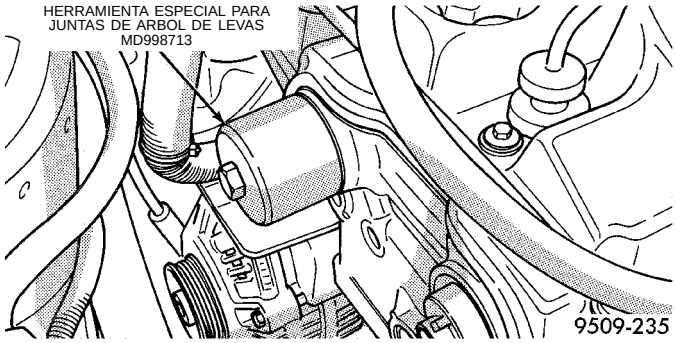

Fig. 55 Instalación de las juntas de árbol de levas
(1) Instale la junta del árbol de levas en la culata de cilindros con la Herramienta especial MD 998713 hasta que quede al ras con la culata (Fig. 55).
(2) Instale las ruedas dentadas de los árboles de levas y apriete los pernos de fijación con una torsión de 101 N·m (75 lbs. pie).